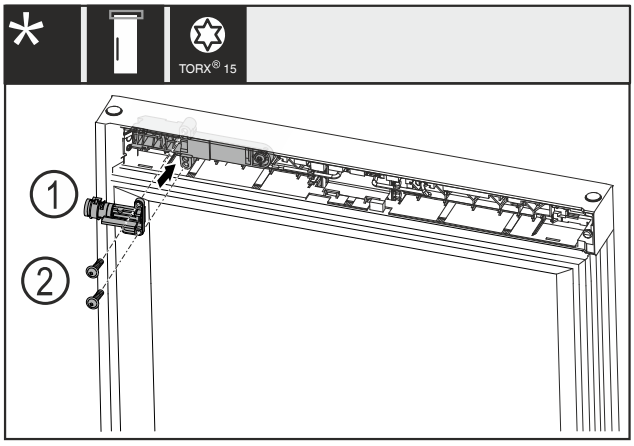

Fig. 14
- ▶ Mechanisches Schloss *Fig. 14 (1)* um 180° drehen und auf Gegenseite montieren.
- ▶ Mechanisches Schloss *Fig. 14 (1)* mit Schrauben *Fig. 14 (2)* befestigen.